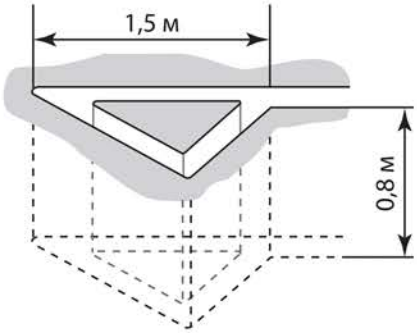

Рисунок 1. Схема создания технологических углублений для монтажа внешнего выносного заземления
6.3. Для монтажа системы заземления необходимо вырыть яму глубиной не менее 0,8 м, в которой следует предусмотреть место для соединения штырей заземления с проводником (см. рисунок 1).